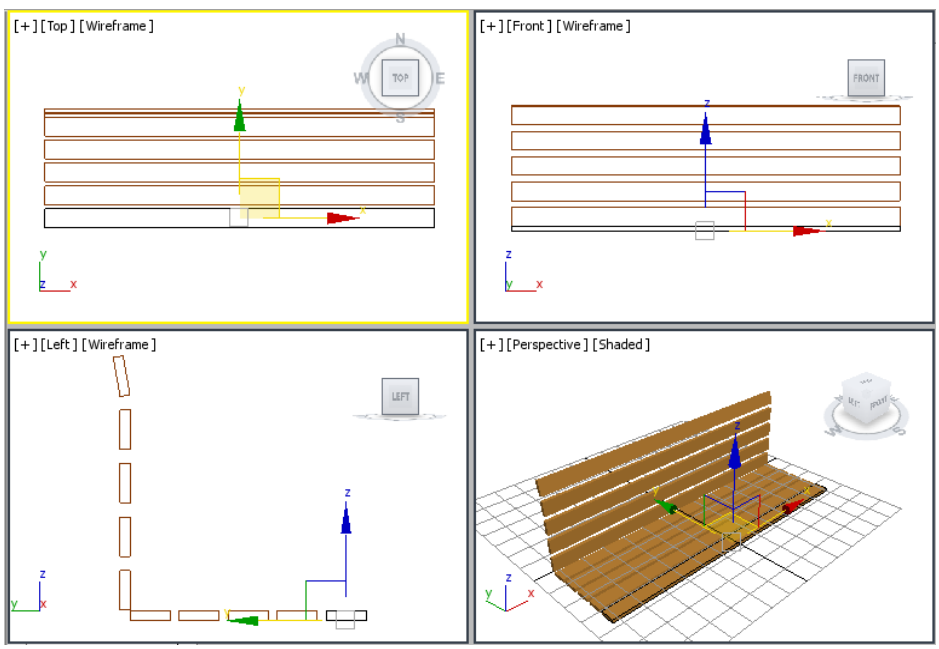

Figure 2-71 *Horizontal seat supports displayed in the viewports*
9. Choose the **Zoom Extents All** tool; all objects are displayed in the viewports, as shown in Figure 2-71.